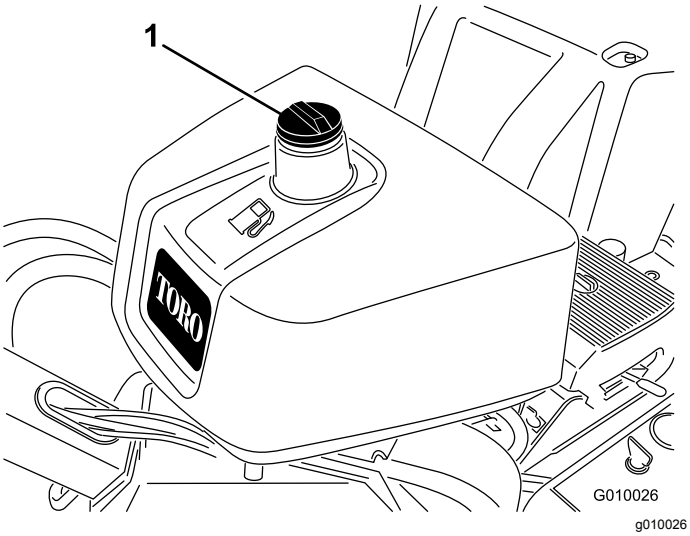

**Figur 16**
2. Gör rent runt tanklocket och ta bort det (Figur 16).